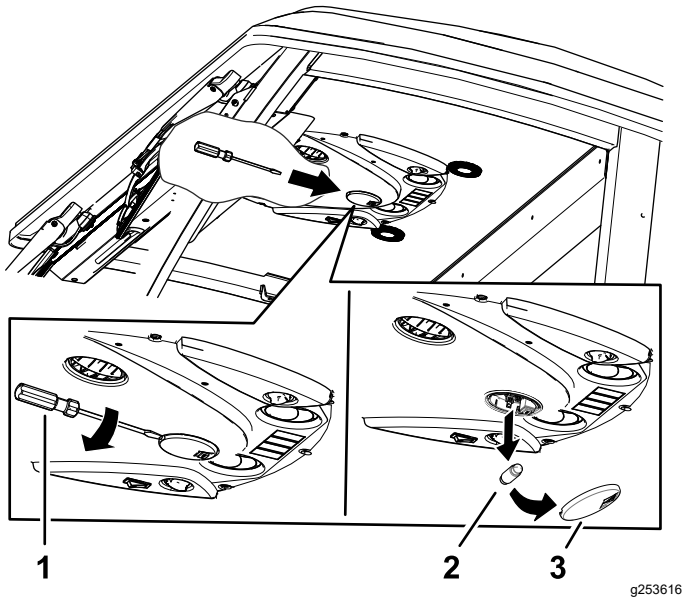

Bild 89
1. Verwenden Sie einen Schraubendreher, um die Lichtscheibe vom Bedienfeld zu entfernen (Bild 89).
2. Entfernen Sie das Leuchtmittel aus der Fassung (Bild 89).